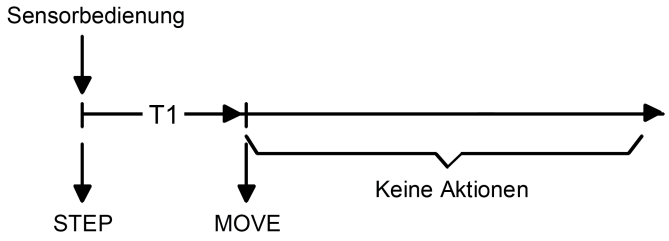

Bild 30: Telegrammkonzept bei der Bedienung einer Sensorfläche der Kanalfunktion "Rolllade Step / Move"
- Unmittelbar beim Drücken einer Sensorfläche sendet das Gerät ein Kurzzeittelegramm auf den Bus aus (Bild 30), wodurch ein fahrender Antrieb gestoppt und intern die "Zeit zwischen Kurz- und Langzeitbedienung" T1 gestartet wird. Wenn das betätigte Sensorelement innerhalb von T1 wieder losgelassen wird, sendet das Gerät kein weiteres Telegramm aus. Dieser Step dient zum Stoppen einer laufenden Dauerfahrt.